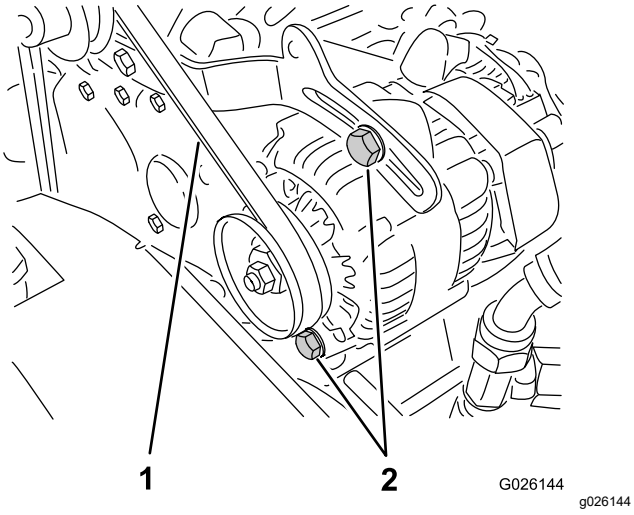

**Bild 60**
2. Prüfen Sie die Spannung, indem Sie eine Kraft von 10 kg in der Mitte zwischen der Lichtmaschine und den Kurbelwellenscheiben ansetzen (Bild 60).
A. Lockern Sie die zwei Befestigungsschrauben der Lichtmaschine (Bild 60).
B. Drehen Sie die Lichtmaschine mit einer Stange, bis die richtige Riemenspannung erzielt ist. Ziehen Sie die Befestigungsschrauben dann fest (Bild 60).